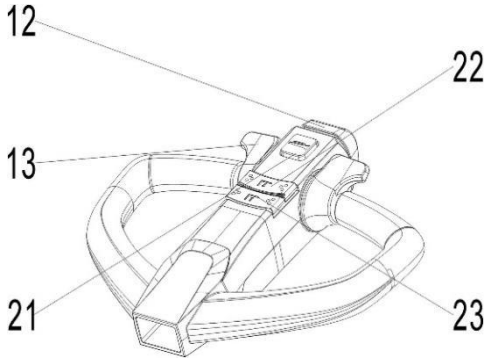
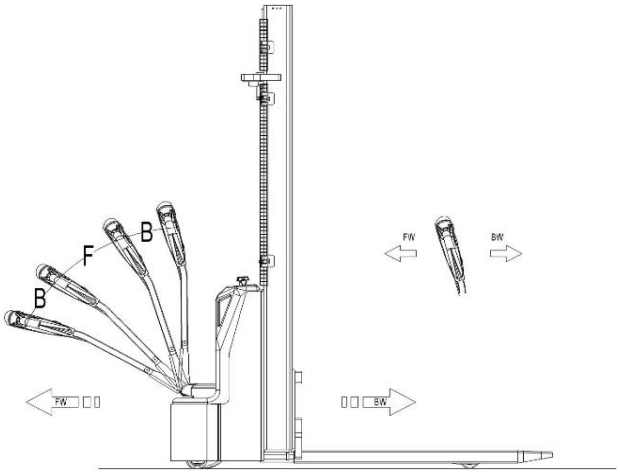

Fig.7: Tiller operating controls
Fig.11: Operating direction
Turn the inserted key to "ON" (Fig. 8), pull up the emergency button carefully, start the truck, and move the tiller within the operating area 'F' (Fig. 11).
Turn the accelerator knob to the desired direction forward ‘Fw.’ Or backwards ‘Bw.’(Fig. 11).Control the driving speed by carefully moving accelerator knob (13) until the desired speed is reached.If you move the accelerator knob back to the neutral position, the controller will decelerate the truck until it stops.
The braking function can be activated in several ways (Fig.7, Fig. 11):